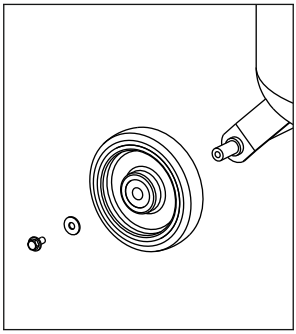

Abb.2
- Stecken Sie die Vollgummiräder Pos. 10 auf die Achse, siehe Abb.2.